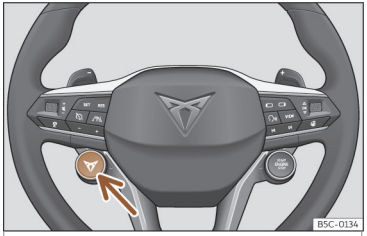

Fig. 147 Volante multifunción: botón para cambiar el perfil de conducción.
- **O BIEN:** pulse brevemente el botón CUPRA, en la parte izquierda del volante ››› **fig. 147**, para cambiar el perfil de conducción. Pulse prolongadamente el botón CUPRA para acceder directamente al perfil **Cupra**.